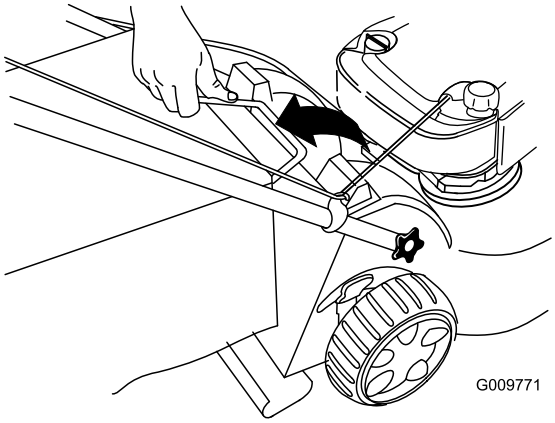

Figuur 29
2. Trek de beugel van de grasvanger omhoog uit de gleuven bovenaan de machine en verwijder de grasvanger van de maaimachine (Figuur 29).